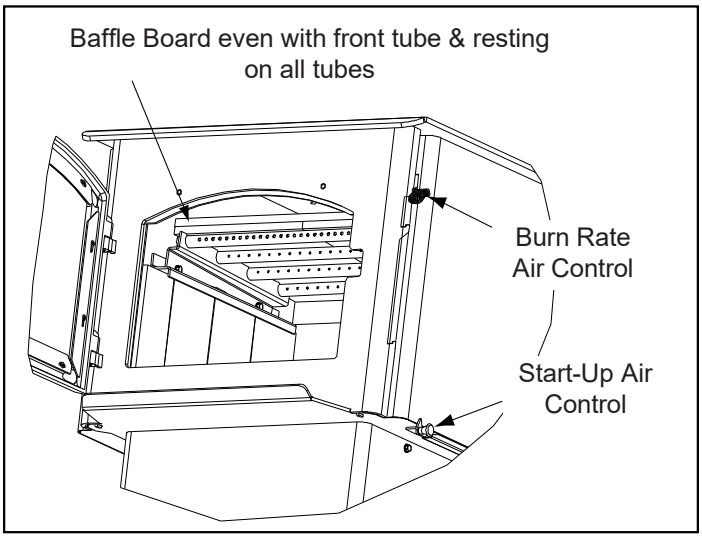
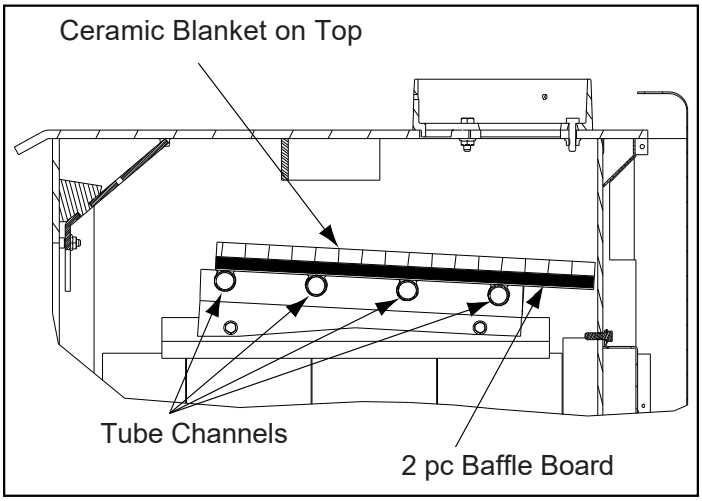

Figure 23.3
Figure 23.4
4. Re-install the baffle pieces one piece at a time. Be sure the baffle boards are even with the front manifold tube and is resting on all tubes **(Figures 23.3, and Figure 23.4)**.